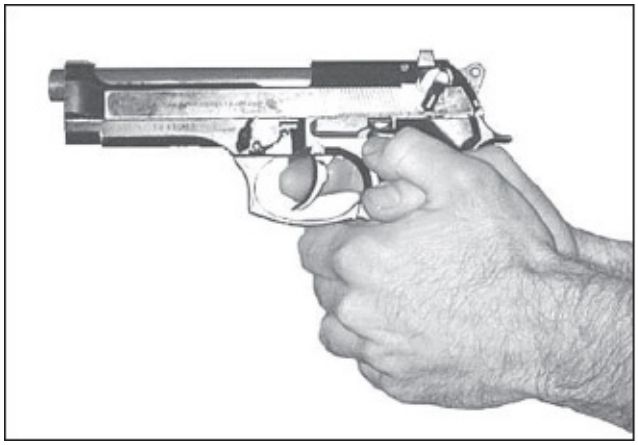

Figure 2-4. Weaver grip.
(3) ***Weaver Grip.*** Apply this grip the same as the fist grip. The only exception is that the nonfiring thumb is wrapped over the firing thumb (Figure 2-4).